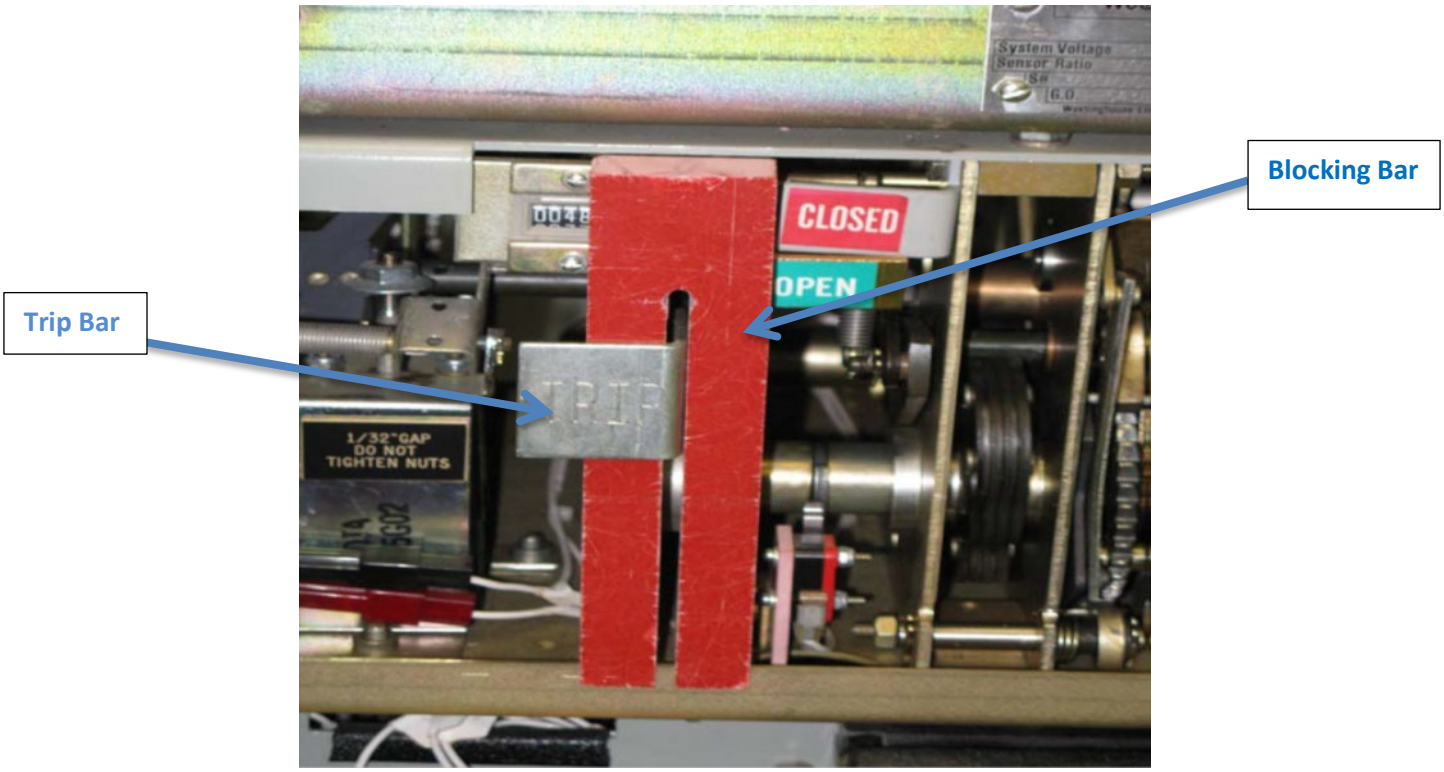

Figure 3 – The Blocking Bar
8. Install a blocking bar over the trip bar to ensure the breaker is not accidentally tripped. See Figure 3.